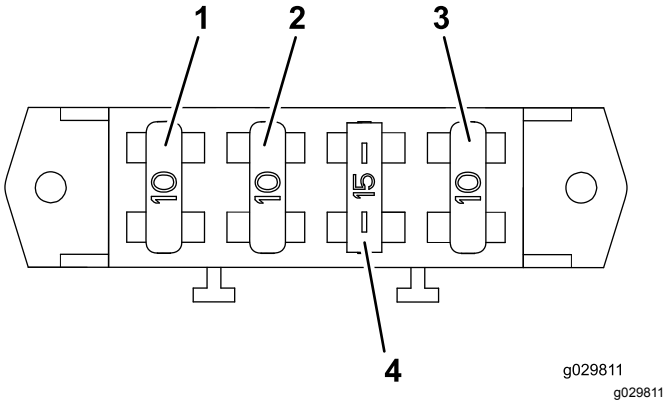

Figur 32
1. Sæt de tre (10 A) og den ene (15 A) sikring i sikringsdåsens åbning (Figur 32).